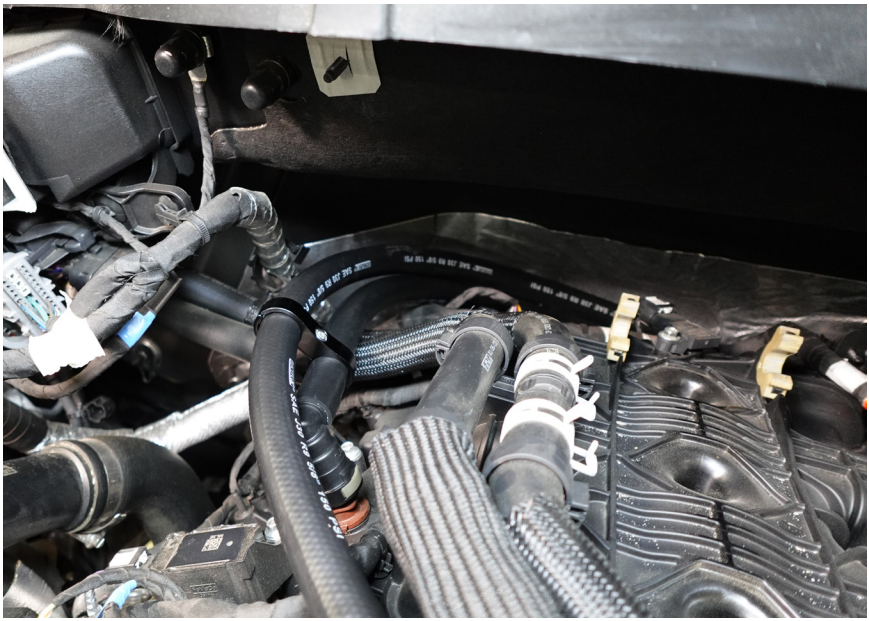

Figure 7 - Hose Routing Behind Engine
3. Confirm the hoses are routed behind the engine as shown in **Figure 7**.